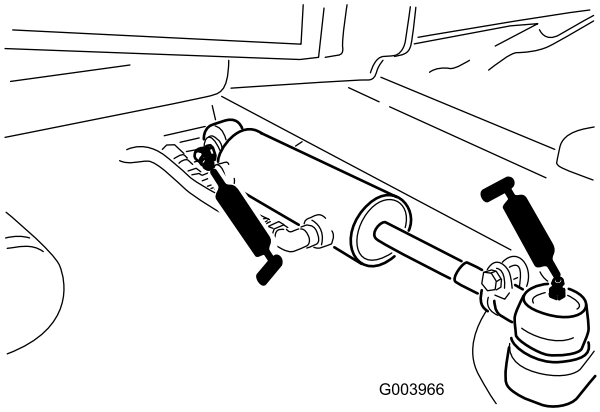

Figur 44
- Styrcylinderns kulleder (2) (Figur 44)